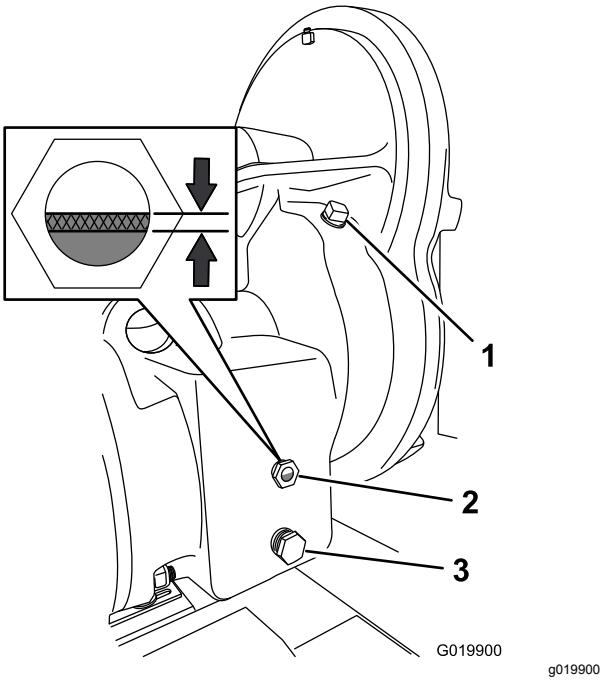

Figure 66
5. At the right side of the gearbox, examine the oil level in the sight glass (Figure 66).
A. Remove the fill plug from the fill port in the housing of the gearbox (Figure 66).
B. Slowly pour the specified oil into the fill port until the oil level is between 1/3 and 1/2 of the sight glass (Figure 66).
E. Install the plug into the fill port in the housing (Figure 66).
4. Align a drain pan with a 2.8 L (3 US qt) capacity under the drain plug (Figure 66).
5. Remove the drain plug from the drain port and completely drain the gearbox oil (Figure 66).
6. Remove the fill plug (Figure 66).
8. Install the drain plug in the drain port (Figure 66).
9. Slowly pour the specified oil into the fill port until the oil level is between 1/3 and 1/2 of the sight glass (Figure 66).
10. Install the fill plug in the fill port (Figure 66).